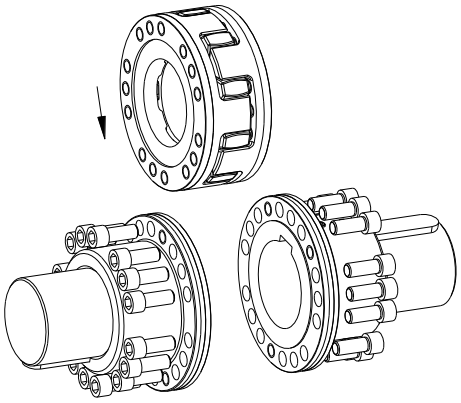

Рис. 16
- Вставьте соединённые детали между фланцами муфты (см. рис. 16).